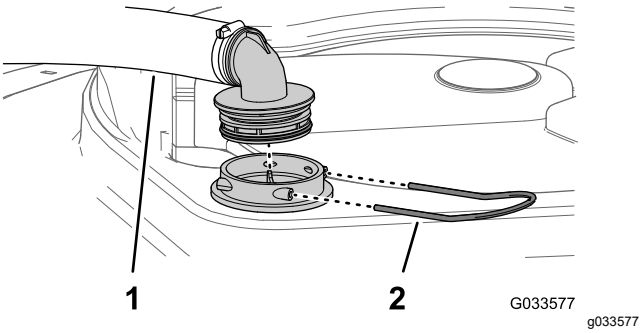

Figuur 51
2. Verwijder bovenaan de spuittank de borgclip waarmee de slangfitting bevestigd is aan de grote slang van de behuizing van de zuigkorf (Figuur 51).
3. Verwijder de slang en de slangfitting van de behuizing van de zuigkorf (Figuur 51).